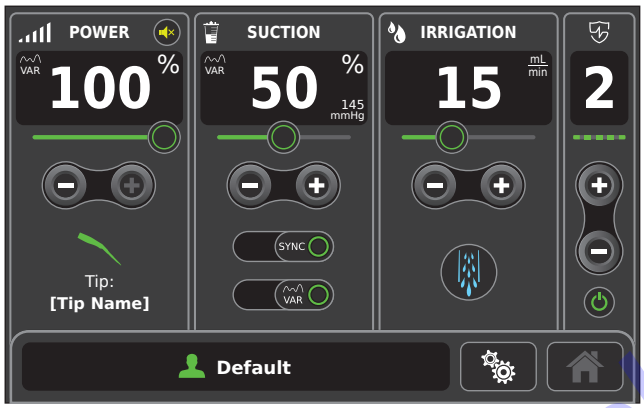

Figure 102 – Home Screen
- Once all the required system components are installed and initial priming is complete (Figure 101), the HOME screen appears and the system is ready for use (Figure 102).